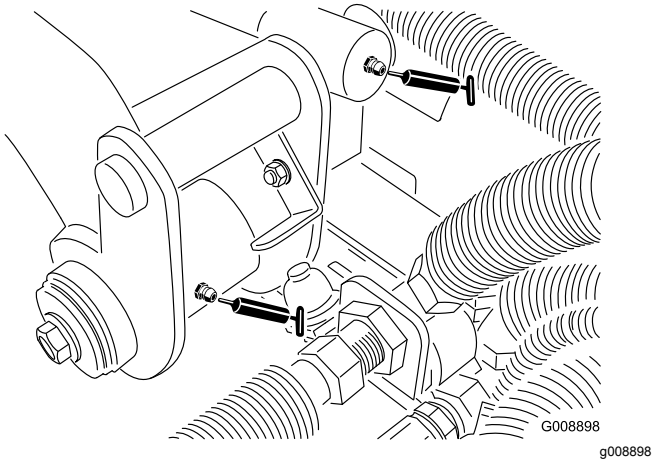

Figura 36
- 2 perni del braccio di sollevamento posteriore e cilindro di sollevamento (Figura 36)